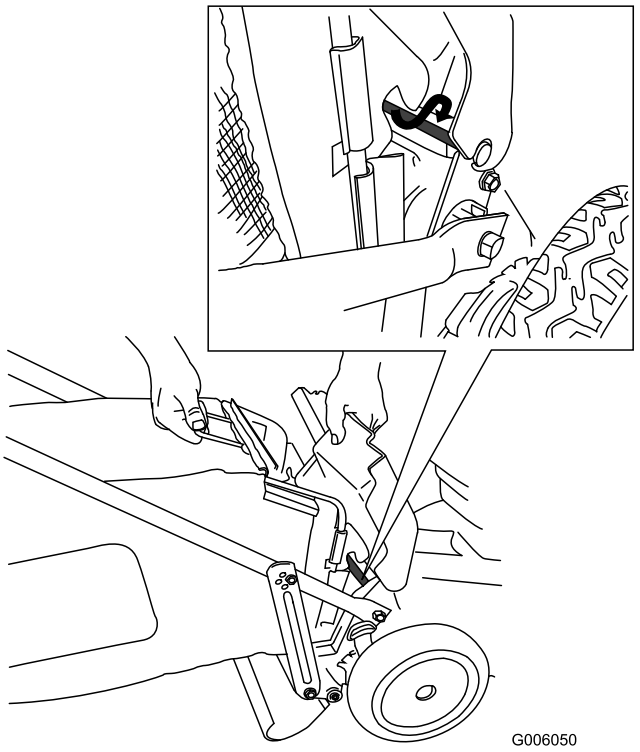

Figura 23
1. Sollevate lo sportello posteriore e tenetelo sollevato (Figura 23).
3. Montate il cesto sull'asta dello sportello (vedere inserto Figura 23).